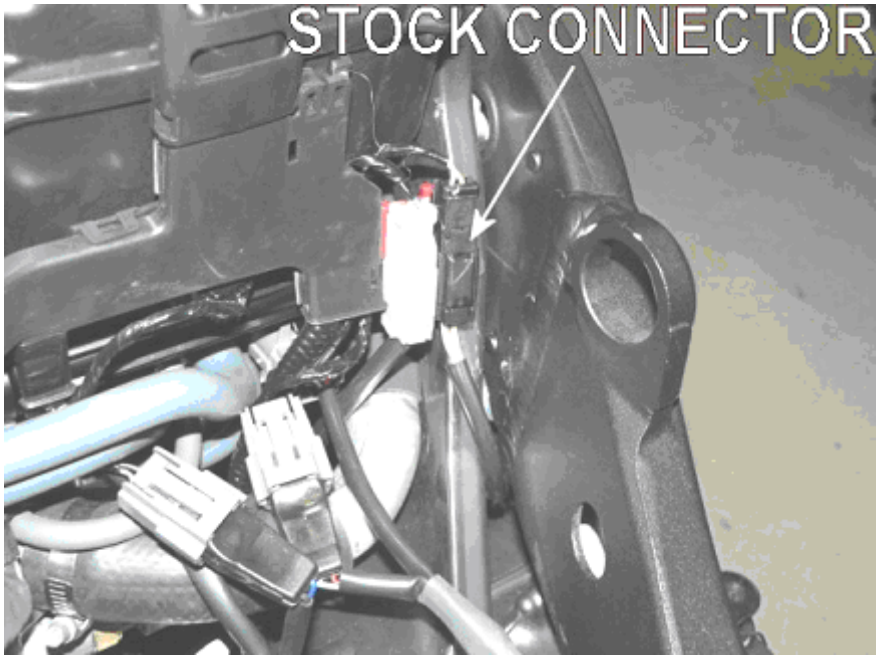

Fig.5
7. Folgenden Verbinder ausfindig machen und abtrennen schwarz, zwei Pole, rechts vom letzten, unteren Injektor (**Fig.5**).